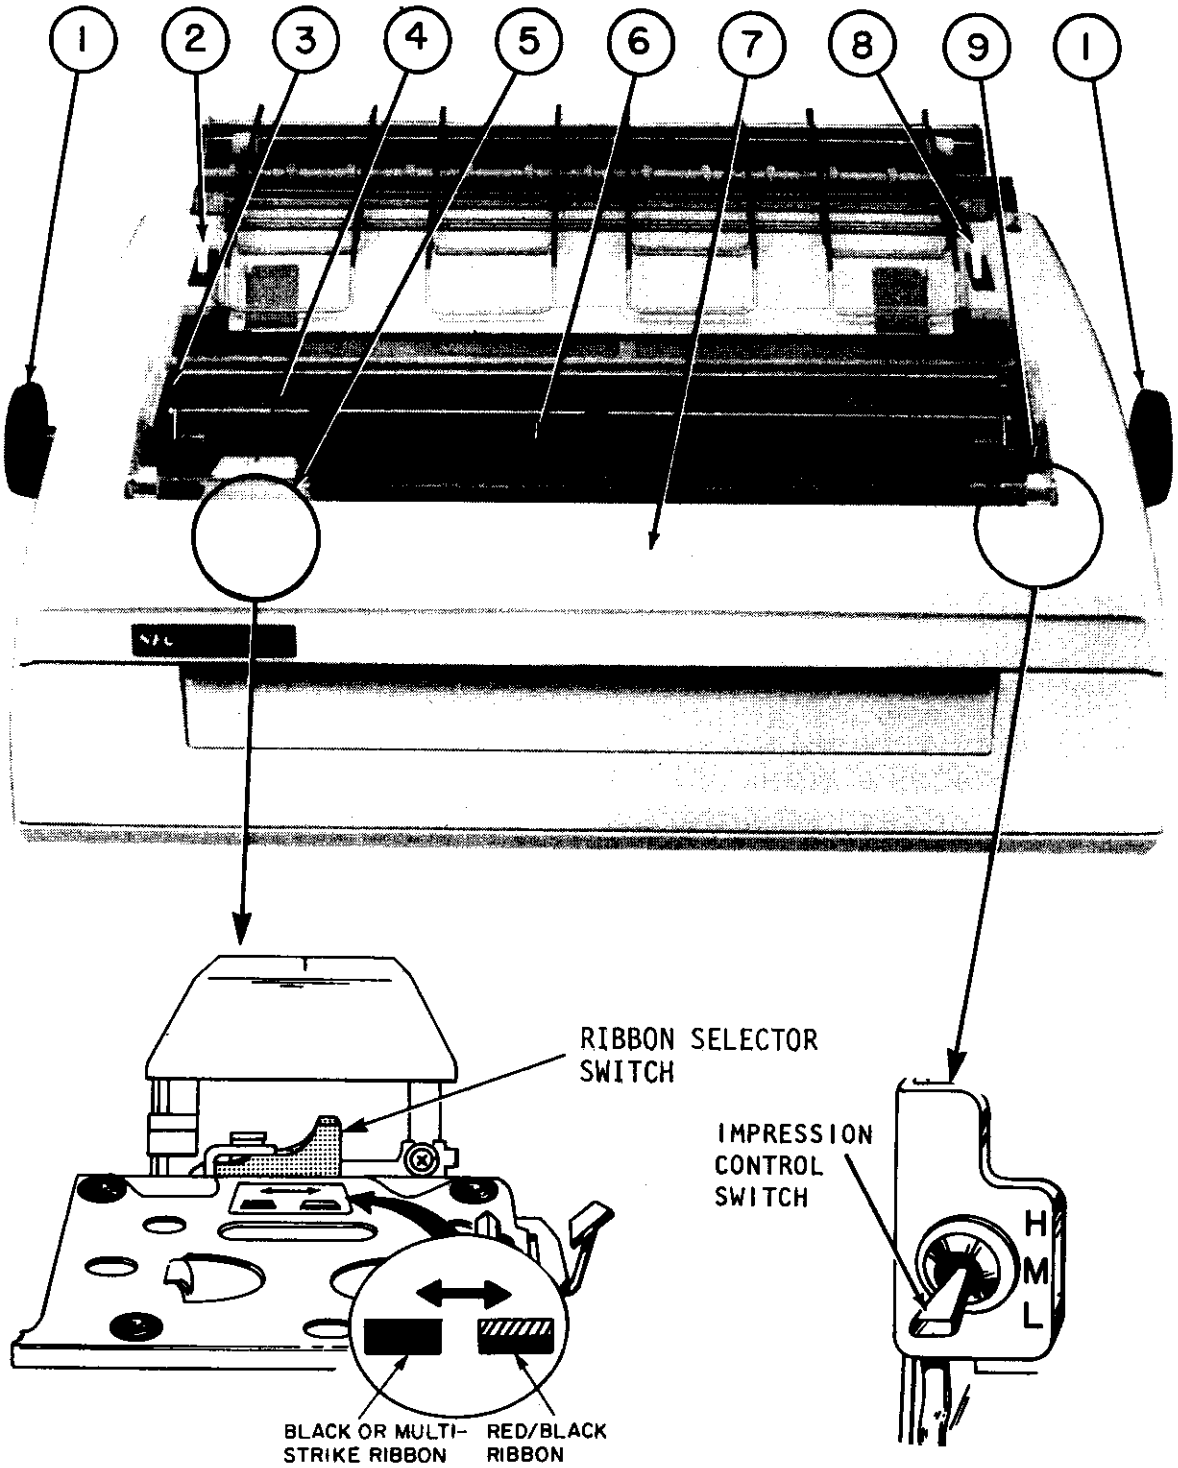

Figure 2-4 Printer Controls
Figure 2-4 illustrates the controls you will use to position paper and to make adjustments for print quality. The numbers in the following paragraphs correspond to the numbers in the figure.
(1) Platen knobs. These knobs allow the platen to be rotated manually to insert paper and position it properly. The right knob provides variable platen action; when you push the knob in, the platen rolls freely in either direction. You can change the position of the writing line by using this variable platen function.
(2) Copy control lever. This lever moves the platen forward or backward to compensate for different form thicknesses (number of carbons). Place it all the way forward for a single copy, and all the way rearward for an original and five carbon copies. Intermediate positions provide for form thicknesses between these two extremes. When printing on a form of several copies with this lever moved toward the rear, you may have to increase the print hammer intensity for optimum print quality by changing the impression control switch (see Figure 2-4, 9).
(3) & (4) Pressure bail levers and pressure bail. The pressure bail holds the paper against the platen. This is necessary for optimum print quality and quietness. To insert paper, pull the bail forward, away from the platen, by moving one of the levers. When using a pin-feed platen or a forms-tractor assembly, move the pressure bail forward away from the platen. The pin-feed paper clamps or the forms-tractor assembly doors hold the paper in the optimum position for proper operation.
(5) Ribbon Selector Switch. The ribbon selector switch is located under the top cover under the ribbon cartridge black lever. Place this switch to the left for black ribbon or multi-strike ribbons, and to the right for red/black ribbons.